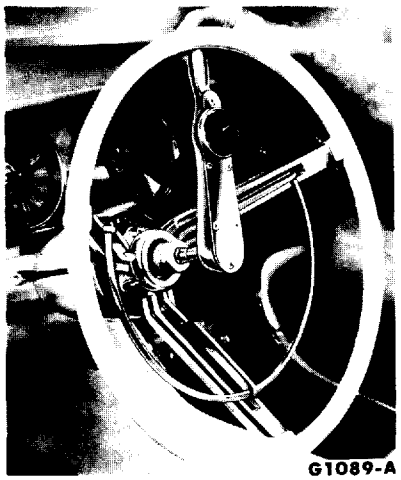

FIG. 6—Load Check
2. With the engine idling, and the front wheels straight ahead, read the force necessary to make a right turn and a left turn (Fig. 6). The difference should not be more than 3 in-lbs or ½ pound at the wheel rim.
3. Use a torque wrench to measure preload by reading the force required to **very slowly** move the wheel one complete turn from center position (Fig. 6).